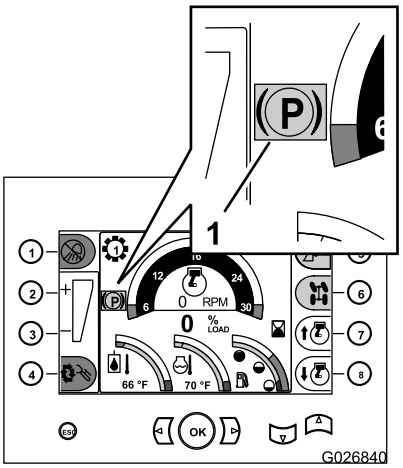

Bild 12
Hinweis: Die rote Feststellbremsenlampe leuchtet auf dem Command-Center-Display auf (Bild 12).
- Wenn Sie die Maschine anhalten und die Feststellbremse nicht aktivieren, wird die Feststellbremse automatisch aktiviert und die gelbe Lampe für die Feststellbremse wird auf dem Command-Center-Display angezeigt (Bild 12).